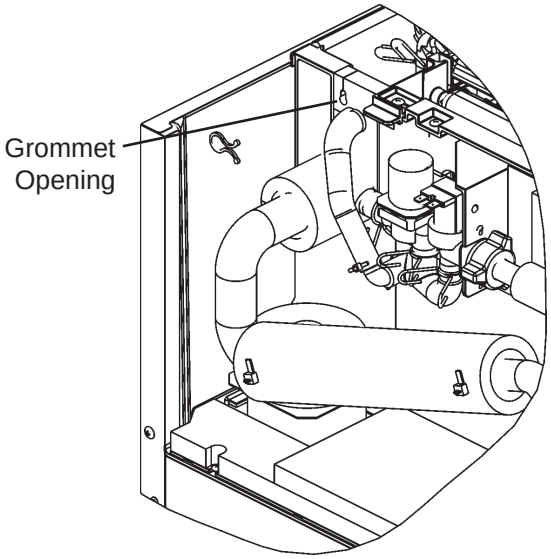

Fig. 7
4) Disconnect FS lead connector and remove the lead wire from the grommet opening. See Fig. 7.